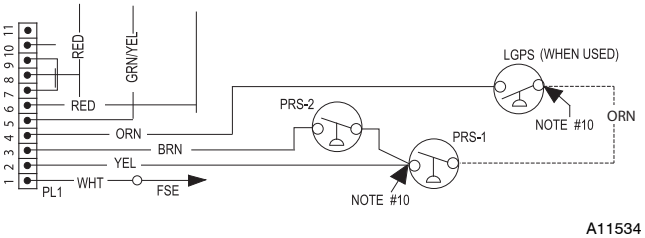

Fig. 17 - Pressure Switch Wiring
2. Connect the orange wire from the Low Heat Pressure Switch to the orange wire with the insulated male spade terminal. See Fig. 17.